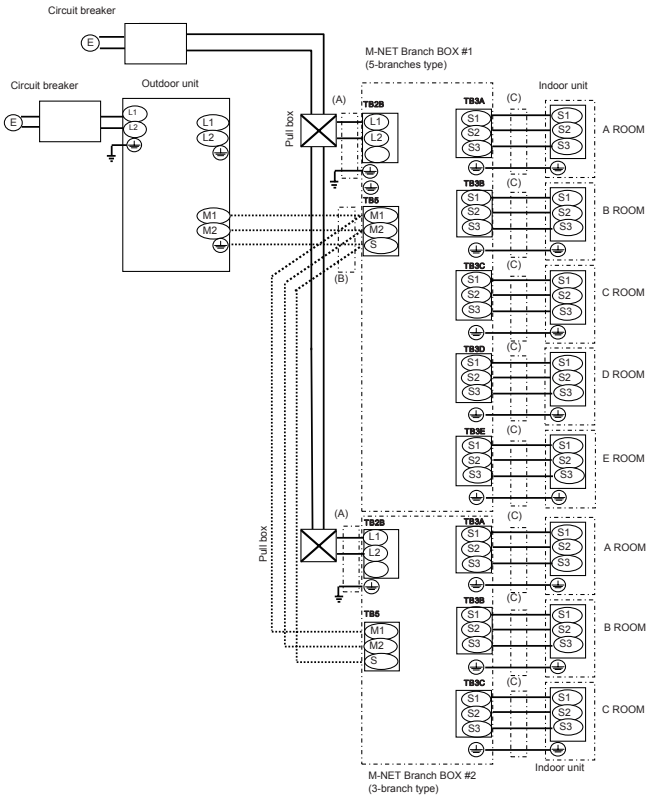
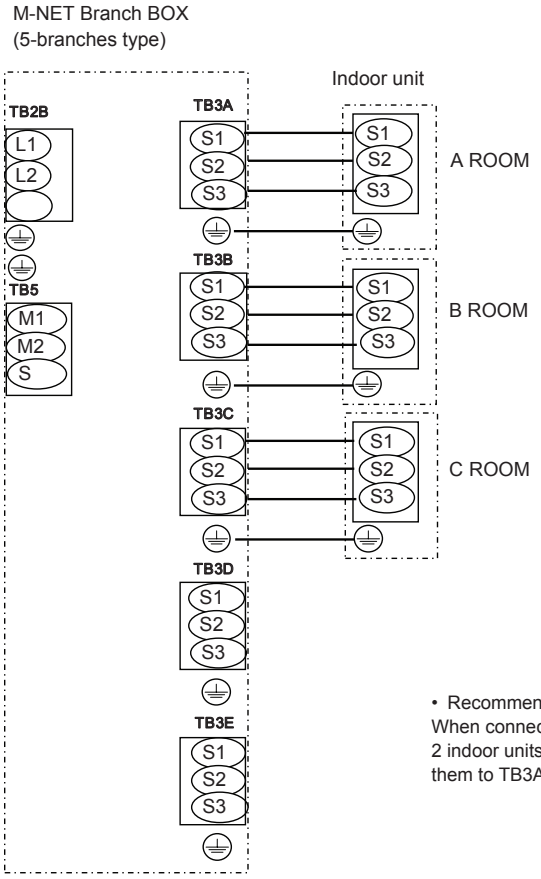

Fig. 8-9
Fig. 8-10
4. Firmly connect each wire to the appropriate terminal block. (Fig. 8-9)
8.2. External wiring procedure (Fig. 8-9, Fig 8-10)